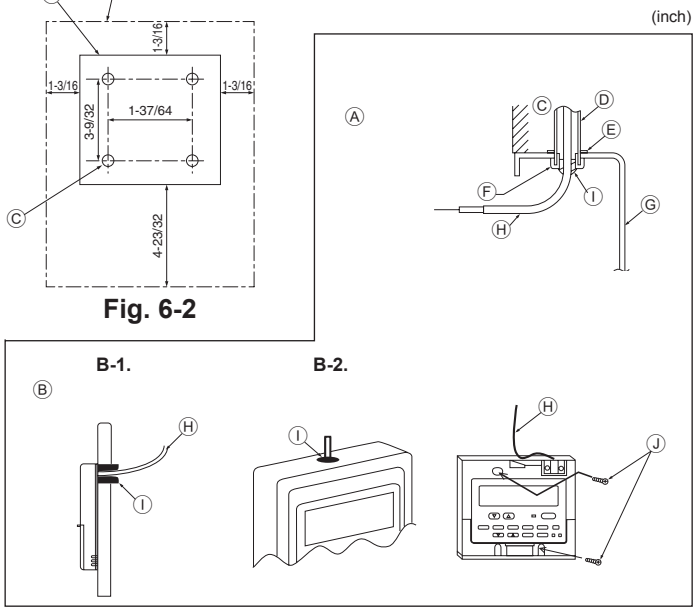

Fig. 6-3
(2) Selle la entrada del cable del control remoto con masilla para evitar que puedan entrar gotas de rocío, agua, cucarachas o gusanos. (Fig. 6-3)